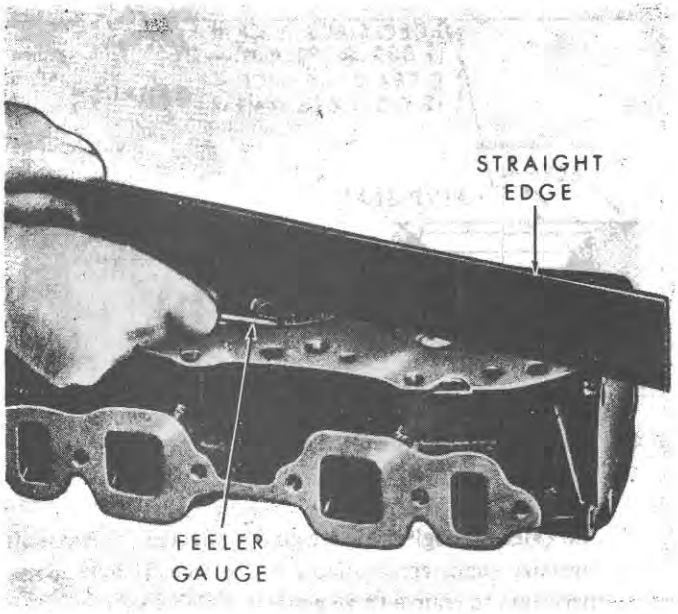

Figure 13
2. With a straight edge and feeler gauge, check the flatness of the cylinder head lengthwise, diagonally and crosswise as shown in Figure 13. Specifications for flatness are 0·006 in. (0·15mm.) maximum overall or 0·003 in. (0·076 mm.) in any six inches (152·40 mm.).